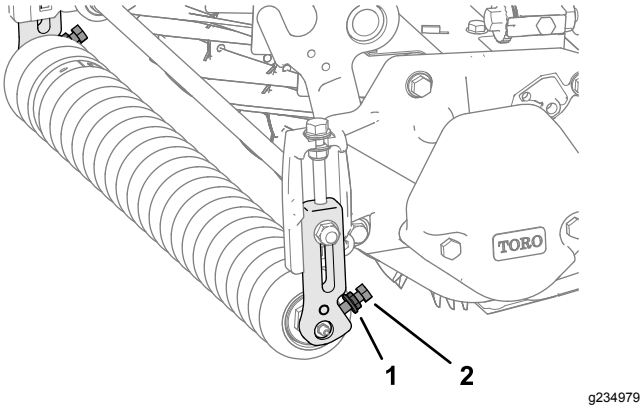

Figur 2
2. Løsne de to taggete flensmutterne og to boltene som fester fremre valseaksel til valsestøtteenden på venstre og høyre klippehøydebrakett (Figur 2).